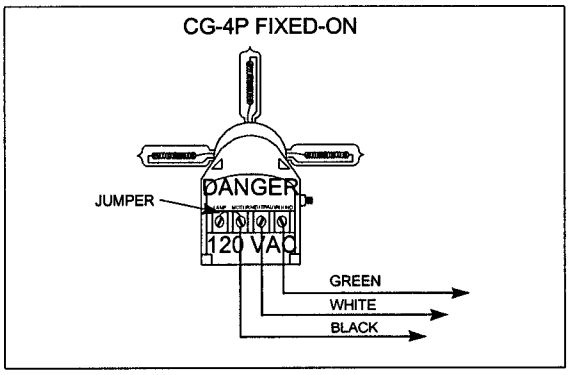

Figure 2-20
j. Classical lenses with CG-4P lampchangers and continuous fixed burning lights (24 hours a day) shall have insulated spring spade lugs and terminated at the "Black" (120VAC), "White" (Neutral) and "Green" (Ground) terminals of the CG-4P lampchanger, as shown in Figure 2-20.